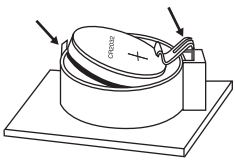

Рисунок 1
1. Откройте отделение для батареи, расположенное на задней панели весов. Аккуратно отогните черный держатель вправо и батарея сама выйдет из крепления. Будьте осторожны, чтобы не повредить контакт. (См. рисунок 1).